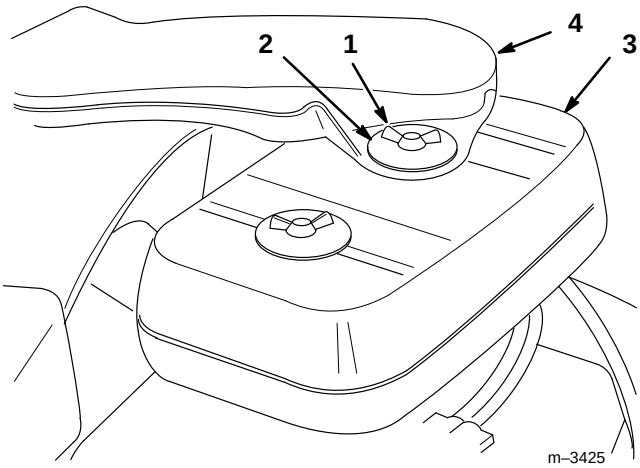

Figure 26
3. Nettoyer les abords du filtre à air pour éviter d'introduire dans le moteur des impuretés qui pourraient l'endommager (Fig. 26).
4. Déposer les vis papillon, les rondelles, la conduite de prise d'air et le capot du filtre à air (Fig. 26).